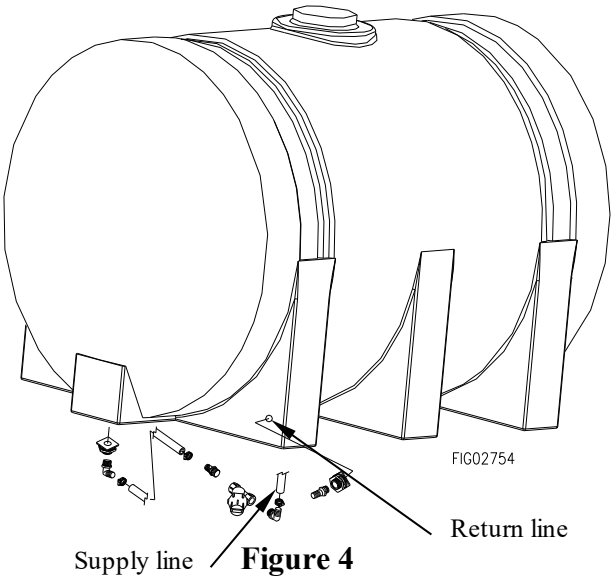

Figure 4
Step 6. Connect the supply line (3/4" hose provided): (See Figure 4)
Step 7. Connect the return line: (See Figure 4)